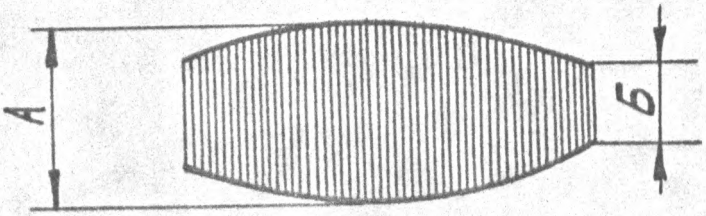

РИС.7.25
7.4.1.5. ВКЛЮЧИТЕ НА ОСЦИЛЛОГРАФЕ С9-1 ВСТРОЕННЫЙ ПОЛОСОВОЙ ФИЛЬТР НА ЧАСТОТУ 1,2 МГЦ.ФОРМА СИГНАЛА НАСАДКИ ДОЛЖНА СООТВЕТСТВОВАТЬ РИС.7.25. ИЗМЕРЬТЕ ЧАСТИ А И Б СИГНАЛА И ОПРЕДЕЛИТЕ НЕЛИНЕЙНЫЕ ИСКАЖЕНИЯ СИГНАЛА ЯРКОСТИ, $К_я$,